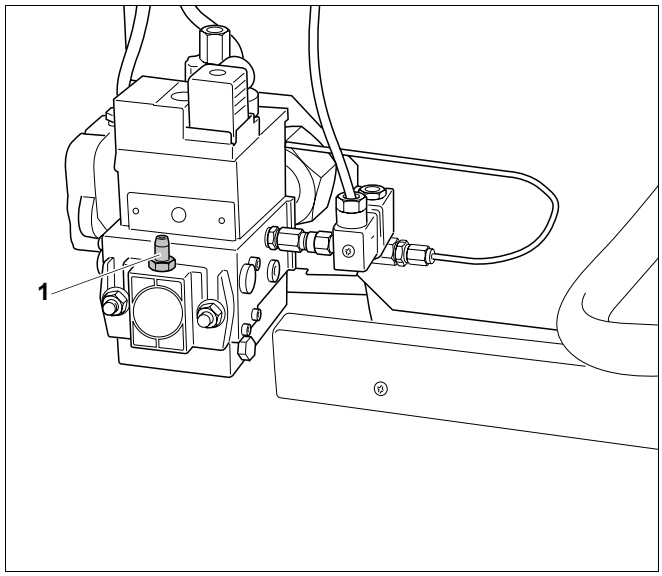

Рис. 9 Измерение подаваемого давления газа
- На два оборота открутить ниппель для контроля подаваемого давления и удаления воздуха (рис. 9, **поз. 1**) на газовой арматуре.
- Надеть измерительный шланг U-образного манометра на контрольный ниппель (рис. 9, **поз. 1**).
- Осторожно закрутить ниппель (рис. 9, **поз. 1**).